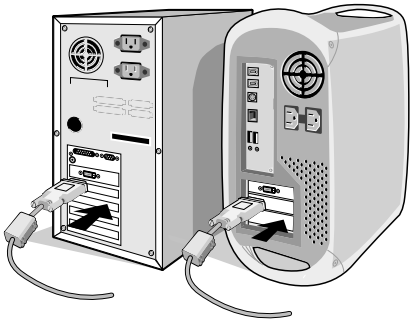

Figura A.1
2. **Per PC o Mac con uscita digitale DVI:** Collegare il cavo dei segnali DVI al connettore della scheda video del sistema (**Figura A.1**). Serrare tutte le viti.